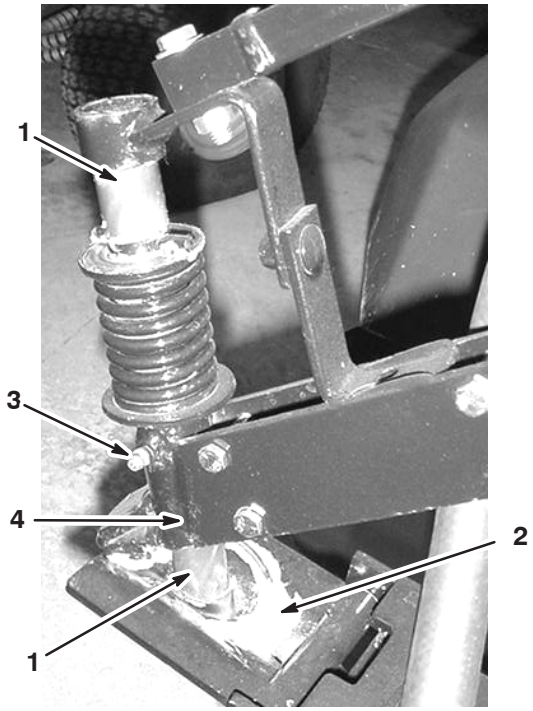

Figuur 38
1. Smeer vet op de draagas en in de kogelzitting van de scharnierplaat zoals wordt getoond in Figuur 38.